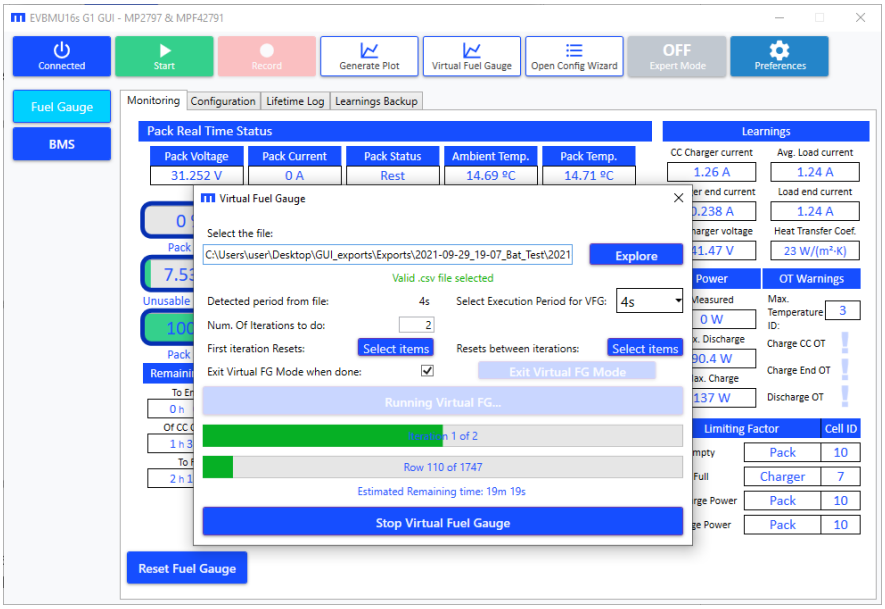

Figure 65: Virtual Fuel Gauge (Running)
7. The virtual fuel gauge should run the tests. There are two progress bars to indicate the status of this process, as well as the ongoing iteration. The window also displays the estimated remaining time (see Figure 65).